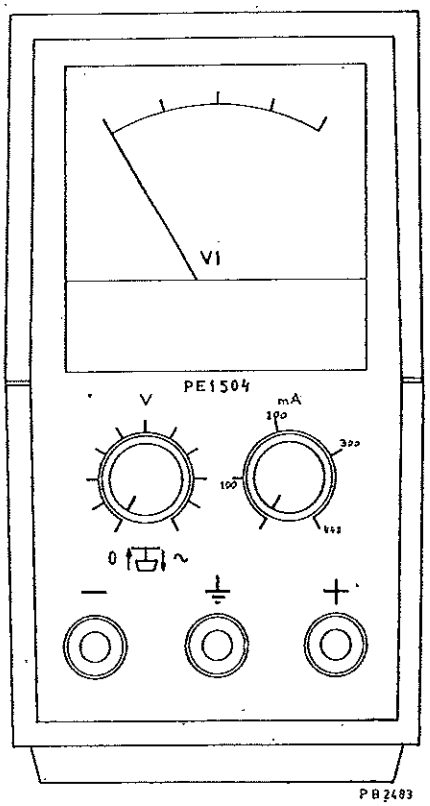

Fig. 2
b. la vis de masse marquée "⏚" sur la face arrière de l'appareil (fig. 2).